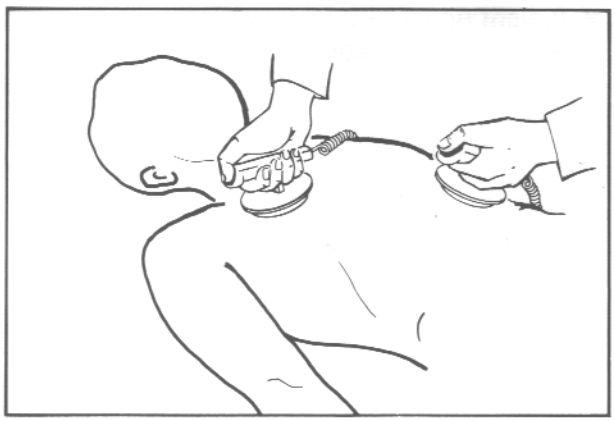

Bild 8
- Elektroden auf den Thorax aufsetzen und fest andrücken (Bild 8)